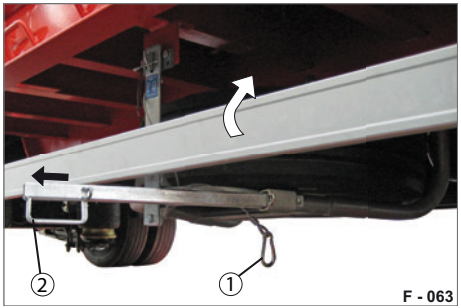
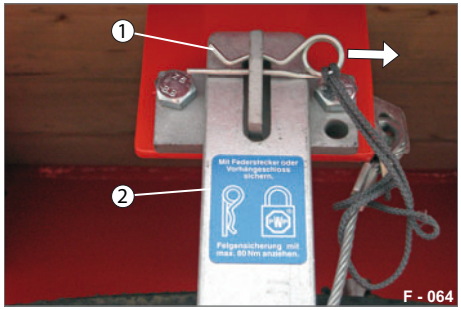

Abb. 81 Schiebehebel herausgezogen
Abb. 82 Sicherungslasche entsichern
▶ Lösen Sie den Karabinerhaken (Abb. 81/1).
▶ Ziehen Sie den Schiebe-Hebel (Abb. 81/2) komplett heraus.
- ▶ Entfernen Sie den Federstecker (Abb. 82/1) bzw. das Vorhängeschloss.
- ▶ Ziehen Sie die Sicherungslasche (Abb. 82/2) zu sich und halten Sie den Halte-Bügel mit dem Schiebe-Hebel (Abb. 81/2) fest.